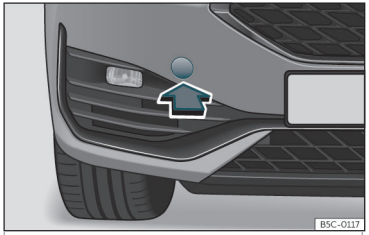

Fig. 43 Sul lato destro del paraurti anteriore: estrarre il coperchio.
L'alloggiamento dell'occhiello di traino avvitabile si trova sul lato destro del paraurti anteriore, dietro a uno sportellino››› **fig. 43**.
- Togliere il coperchietto premendolo in basso e lasciarlo agganciato al veicolo ››› **fig. 43**.